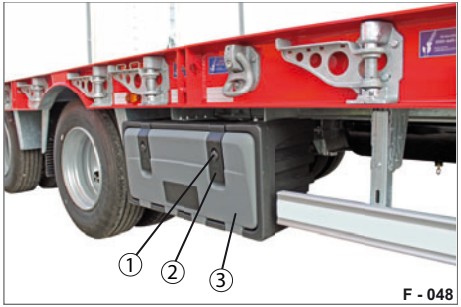
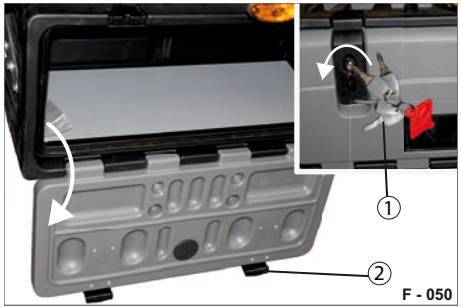

Abb. 114 Werkzeugkasten verschlossen
Abb. 116 Werkzeugkasten geöffnet
▶ Entfernen Sie die Abdeckungen (Abb. 114/1) von den Schloss-Zylindern und schließen Sie den Deckel (Abb. 114/3) mit dem Schlüssel (Abb. 116/1) auf.
▶ Ziehen Sie die Verschlüsse (Abb. 116/2) von unten heraus und schwenken Sie diese nach unten.
▶ Haken Sie die Verschlüsse (Abb. 116/2) von oben ein und drücken Sie diese unten nach.
▶ Schließen Sie mit dem Schlüssel (Abb. 116/1) ab und stecken Sie die Abdeckung auf die Schloss-Zylinder (Abb. 114/1) auf.